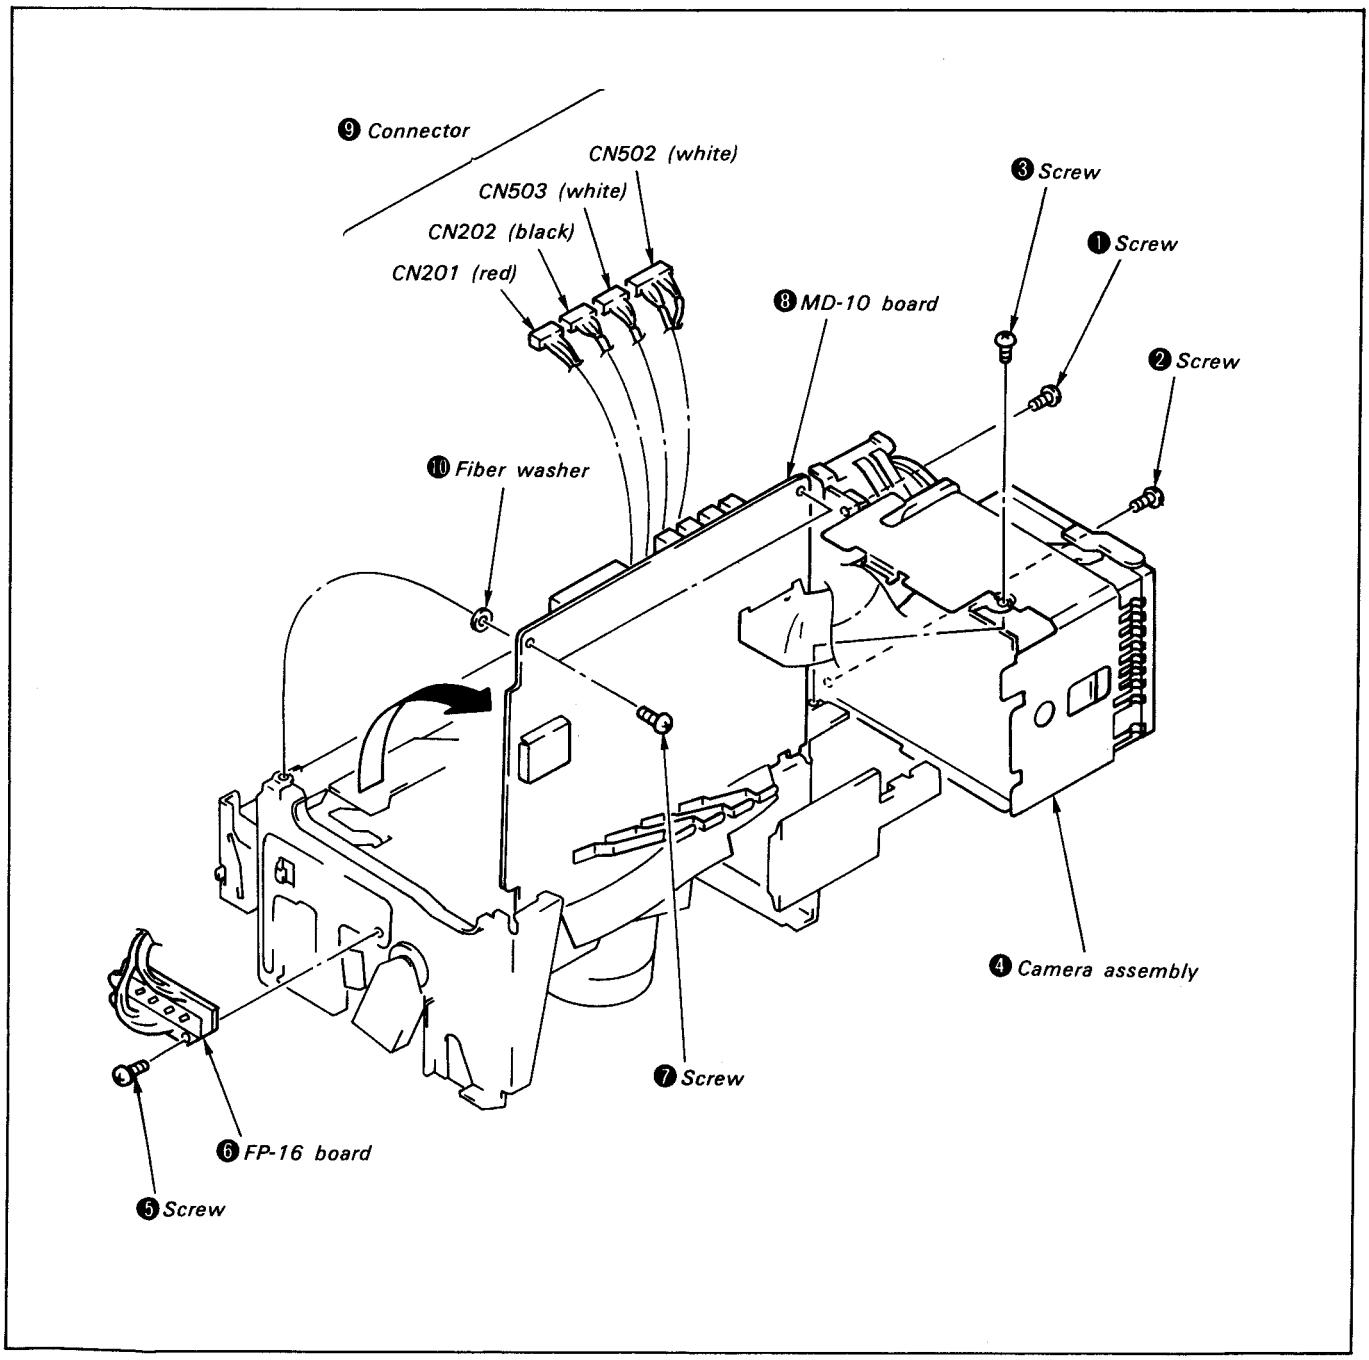

Fig. 2-35
1) Remove screws ❶, ❷ and ❸, and remove camera assembly ❹.
2) Turn the main body over and remove screw ❺, and then remove FP-16 board ❻.
3) Remove 2 screws ❼ and open MD-10 board ❽ in the direction of arrow.
4) Remove 4 connectors ❾ from MD-10 board ❽. (Fig. 2-35)